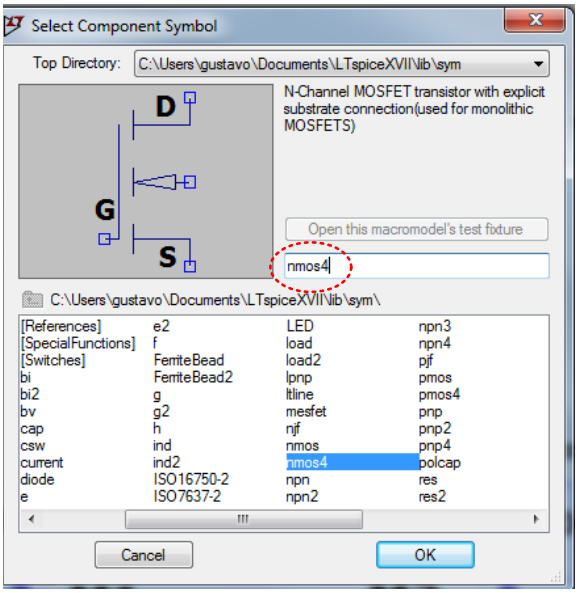

Figura IX.2. Selección de un componente.
1. Añadir el símbolo del transistor NMOS al esquemático. Para ello, seleccionar **Edit→ Component F2** que despliega una ventana de búsqueda tal como se muestra en la figura IX.2. En el campo de búsqueda escribe **nmos4** para a continuación pulsar **ok** cuando se ha seleccionado el componente correcto. Como resultado, se pegará el símbolo **nmos4** sobre la ventana de edición.